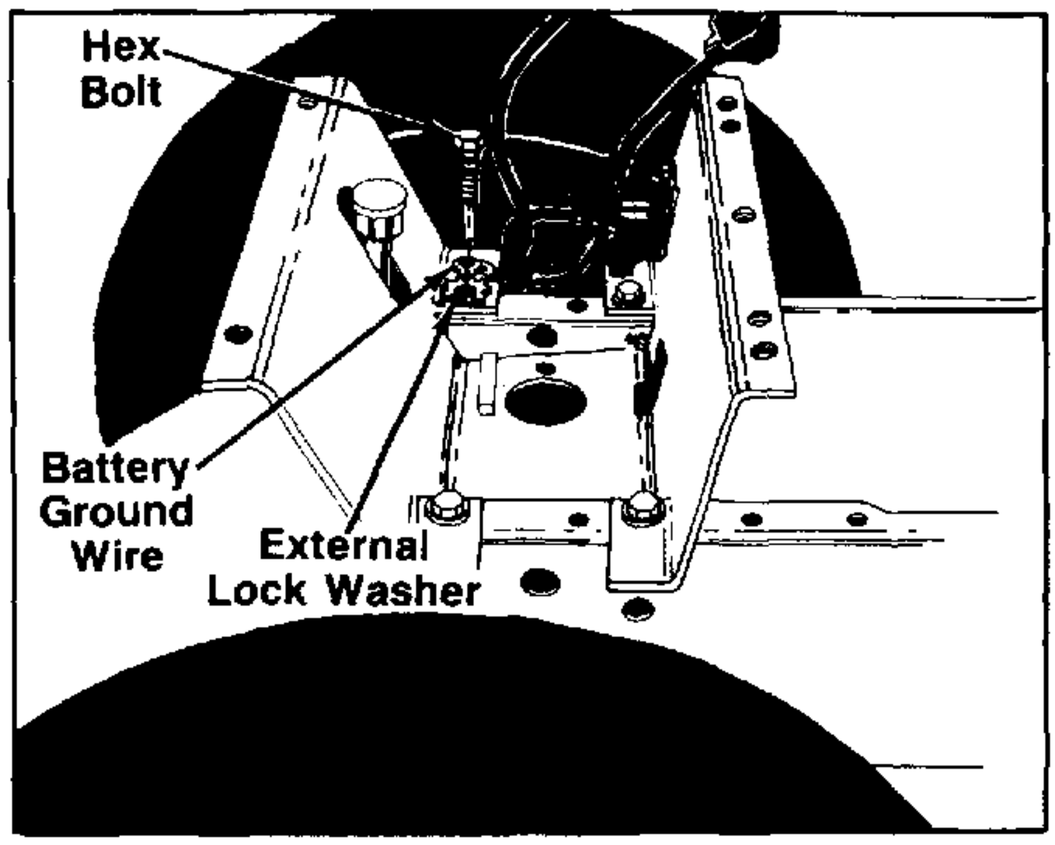

FIGURE 10.
20. Upon reassembly of battery tray **(IN STEP 53)** make certain the battery ground wire is grounded to battery tray properly with external lock washer. See figure 10.